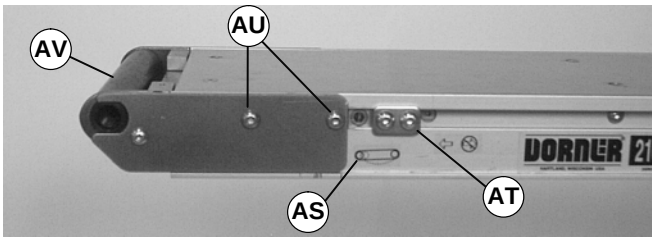

Abbildung 16
6. Die Spannbodenschrauben (AP) auf jeder Seite des Mittenantriebsmoduls entfernen.
7. Durch die Fingergreiflöcher (AQ) den Spannboden öffnen (AR), um die Gurtspannung zu verringern.
8. Am Spannende des Förderers, das mit einem Etikett (AS siehe Abbildung 16) identifiziert ist, Spurführungsnocken (AT) und Deckplattenschrauben (AU) zu beiden Seiten des Förderers lösen.
10. Durch die Fingergreiflöcher (AQ) den Spannboden öffnen (AR), um die Gurtspannung zu verringern.
11. Am Spannende des Förderers, das mit einem Etikett (AS siehe Abbildung 16) identifiziert ist Spurführungsnocken (AT) und Deckplattenschrauben (AU) zu beiden Seiten des Förderers lösen.
12. Die Spurführungsnocken zur Förderermitte hin schieben, und das Ende (AV) in den Förderbandrahmen drücken.